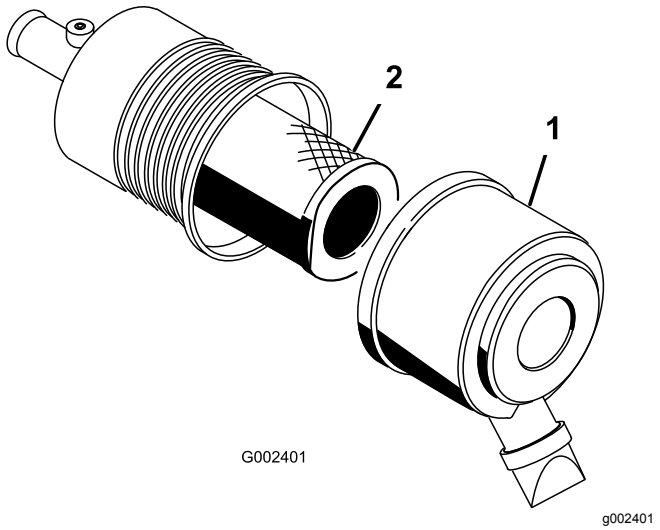

**Rysunek 44**
1. Zwolnij zatrzaski znajdujące się na filtrze powietrza i zdejmij pokrywę filtra powietrza z obudowy filtra (Rysunek 44).
3. Delikatnie wysuń filtr powietrza z obudowy (Rysunek 44).
5. Ostrożnie nasuń filtr na rurę korpusu (Rysunek 44).
6. Załóż pokrywę filtra powietrza bokiem do góry i zabezpiecz zatrzaskami (Rysunek 44).